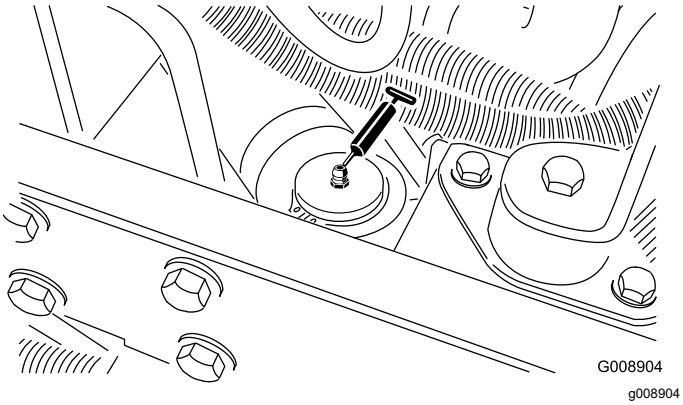

**Figur 55**
- Akselstyresylinder (Figur 55).